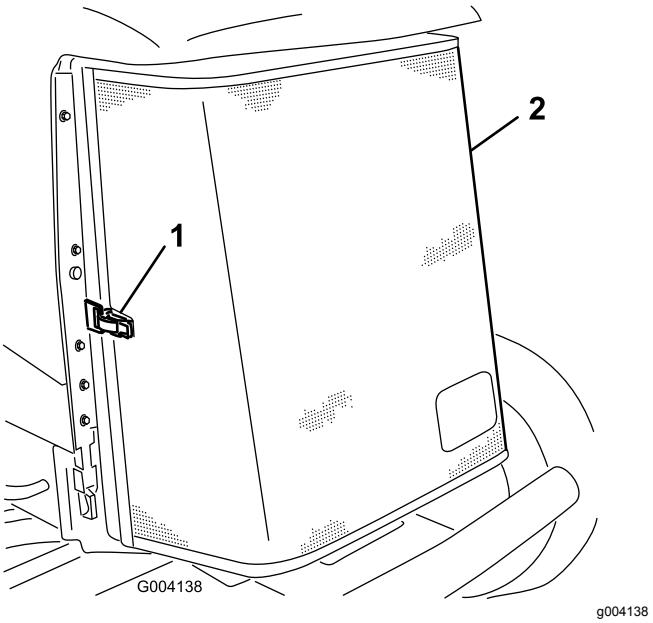

Figuur 57
3. Maak de sluiting los en draai het achterscherm open (Figuur 57).